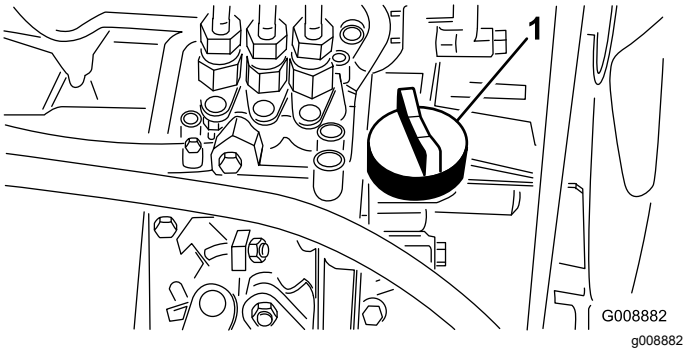

Figuur 53
4. Als het oliepeil te laag is, verwijdert u de vuldop (Figuur 53) en vult u bij met kleine hoeveelheden olie totdat het oliepeil de Vol-markering op de peilstok bereikt. Vul de olie langzaam bij en controleer daarbij veelvuldig het peil.